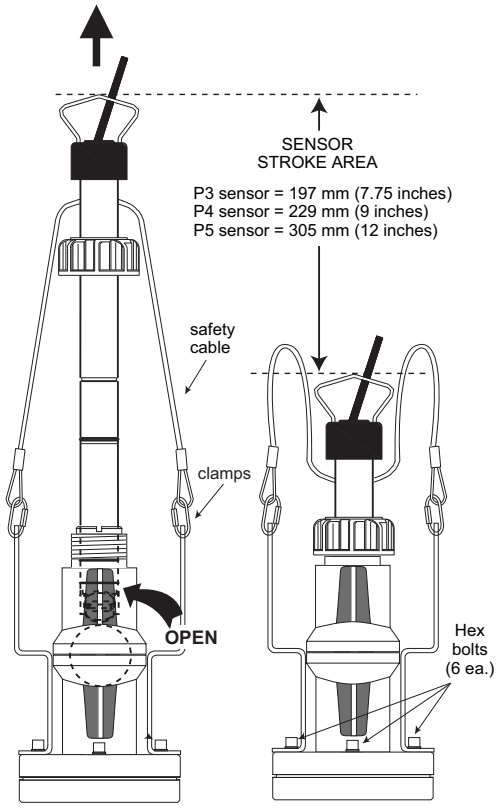

Figure 2
4. Pull the flow sensor upward to remove slack in the safety cables (Figure 2).
5. Open the ball valve (Figure 2).
WARNING: Check the six (6) hex bolts (Figure 2) prior to unscrewing the sensor cap. **If bolts are loose, tighten securely before proceeding.**
2. Carefully pull the flow sensor upward with a twisting motion until the safety lanyards are fully extended (Figure 2).